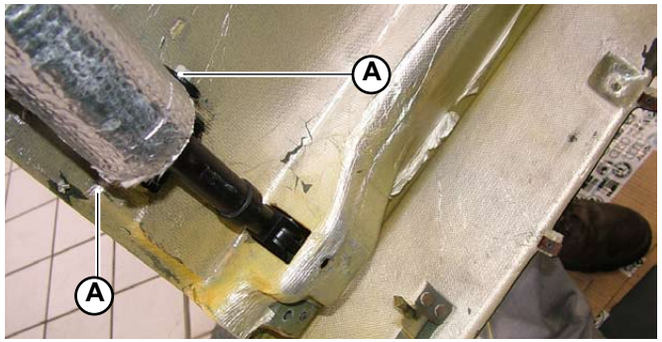

Fig.3
2. Tighten the 2 screws (**A-Fig.3**) securing each of the 2 electric motors powering the mobile wing.